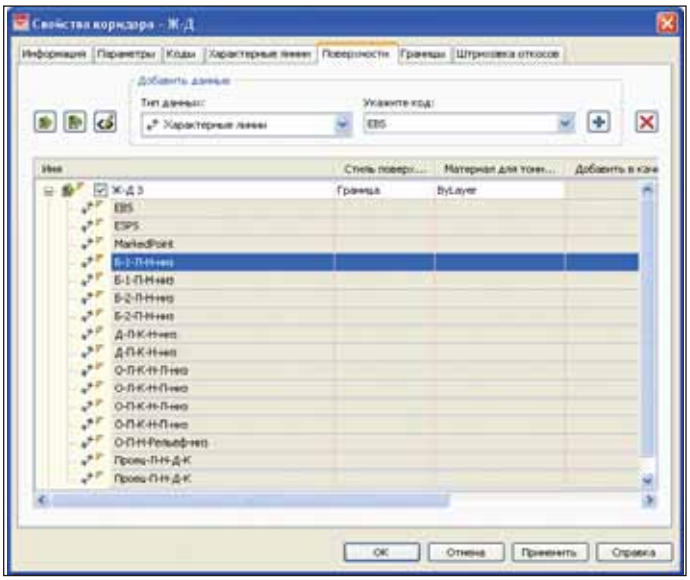

Рис. 8. Добавление поверхностей в свойствах коридора по характерным линиям
1. *Построение поверхности по характерным линиям*. При добавлении исходных данных в поверхность выбираем в свойствах коридора коды точек соответствующих характерных линий (рис. 8).